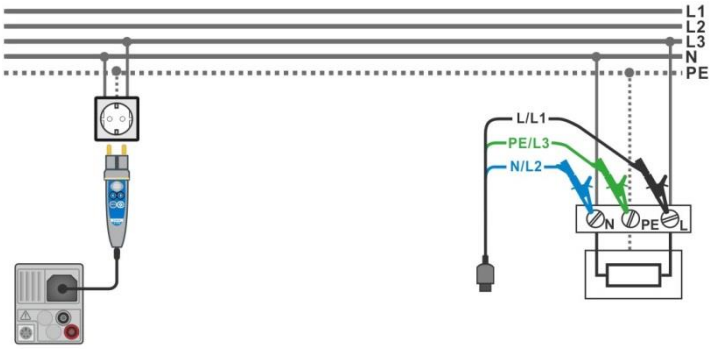

Figure 7.101: AUTO TN measurement
- Connect test leads or Plug commander to the object under test, see ***Figure 7.101***.